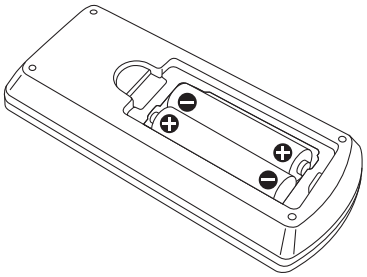

Abb. 2
2) Legen Sie die Batterien ein und schließen Sie die Abdeckung (Legen Sie die Seite „⊖“ zuerst ein) (Abb. 2)